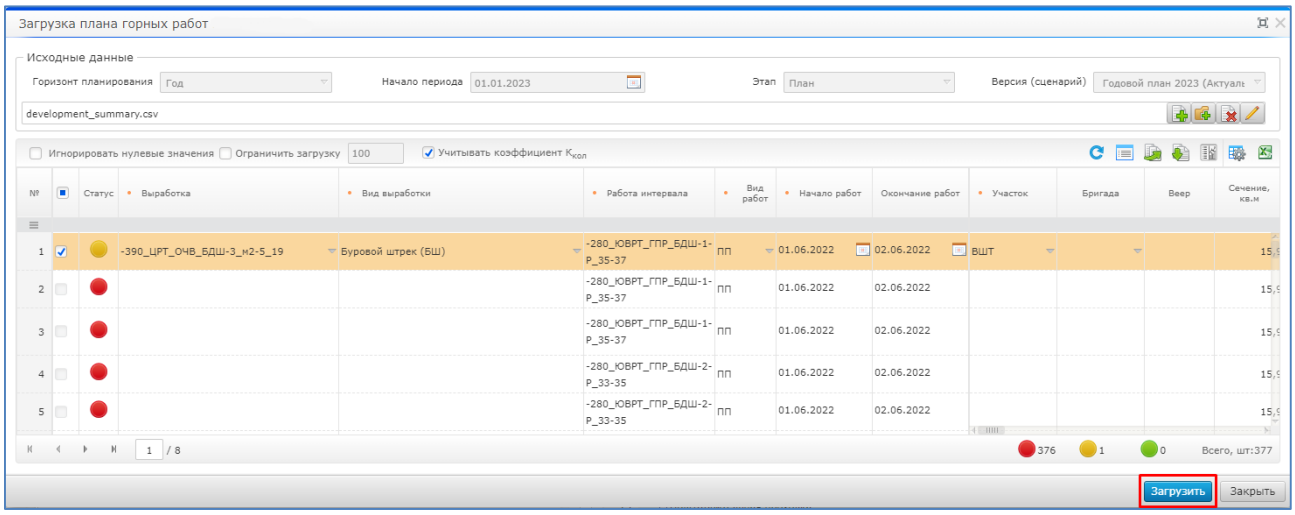

Рисунок 14. Кнопка «Загрузить»
4. Заполнить все обязательные поля для строк, которые необходимо загрузить и нажать на кнопку «Загрузить» (Рисунок 14).